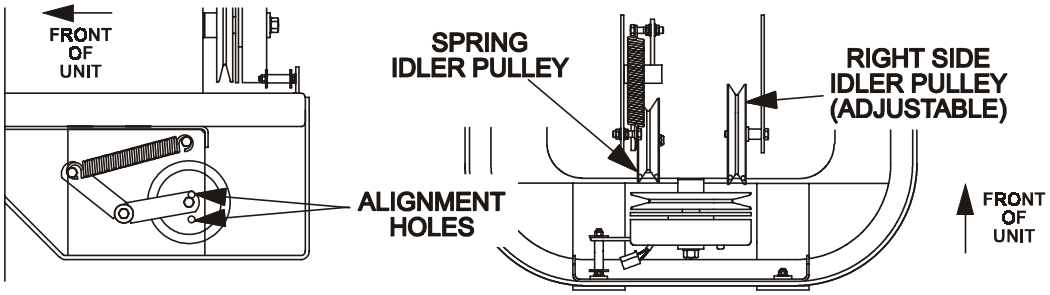

FIG. 9
b) Check to make sure the bolt in the center of the spring loaded pulley, on left side engine deck support, is positioned in between the two alignment holes in the left support plate (See Fig 9). It is necessary to adjust the belt tension if any part of the bolthead is visible through the bottom alignment hole.